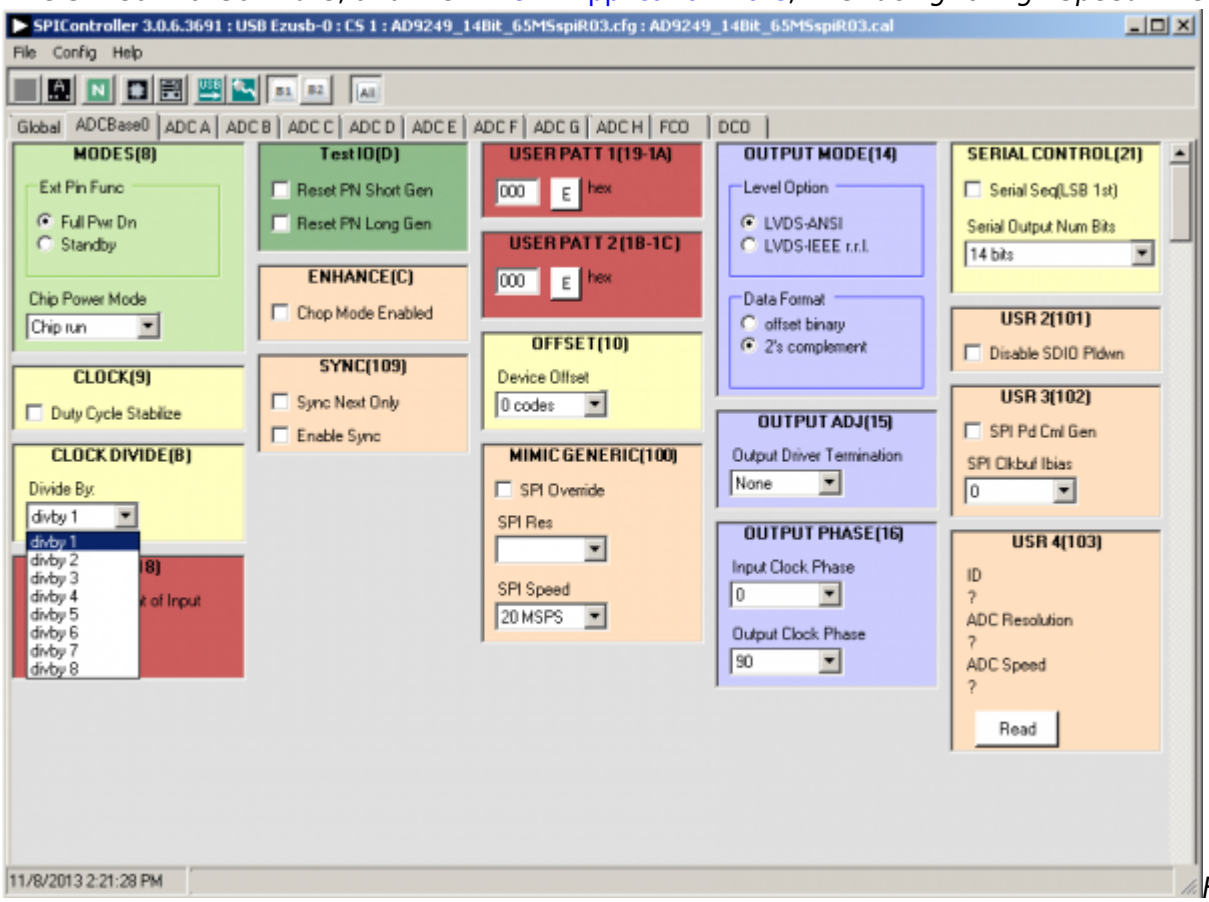
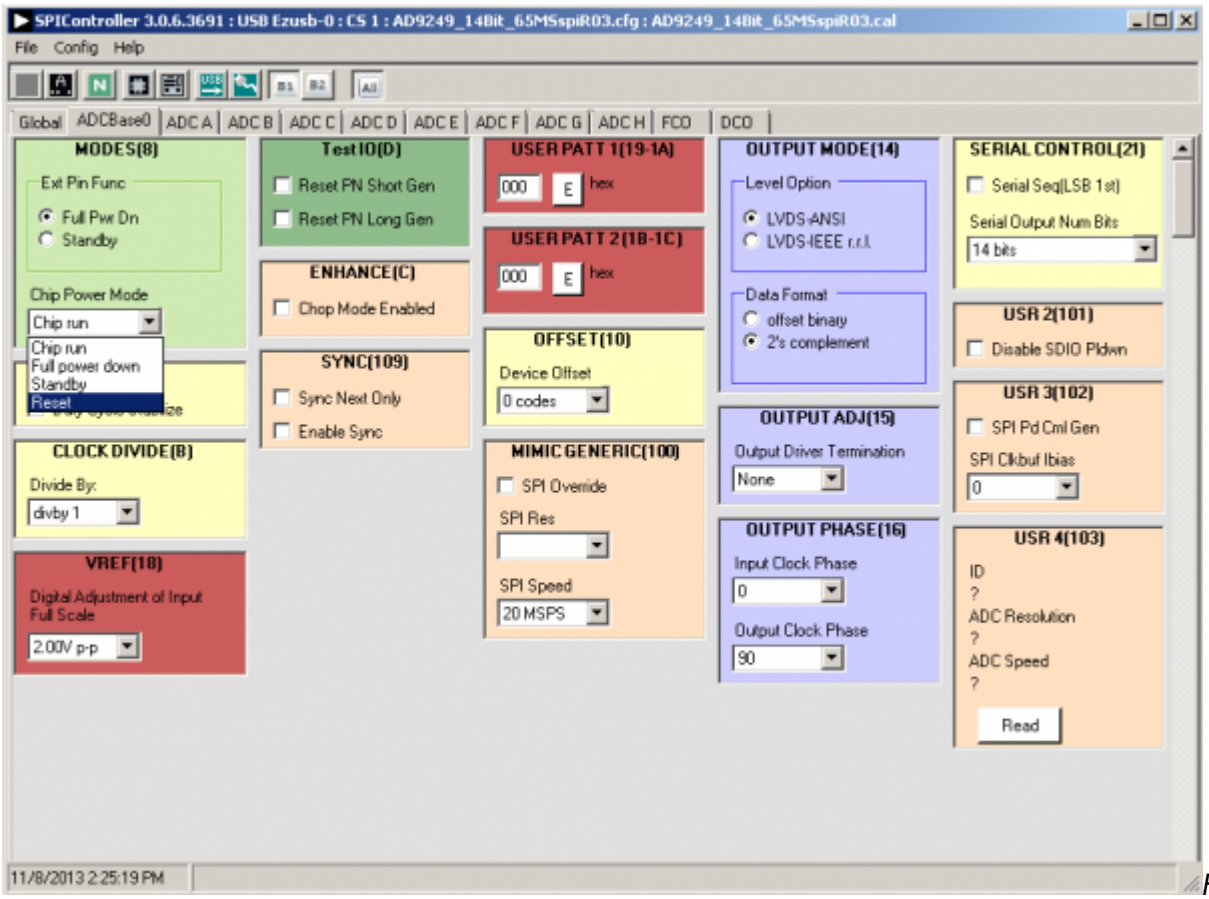
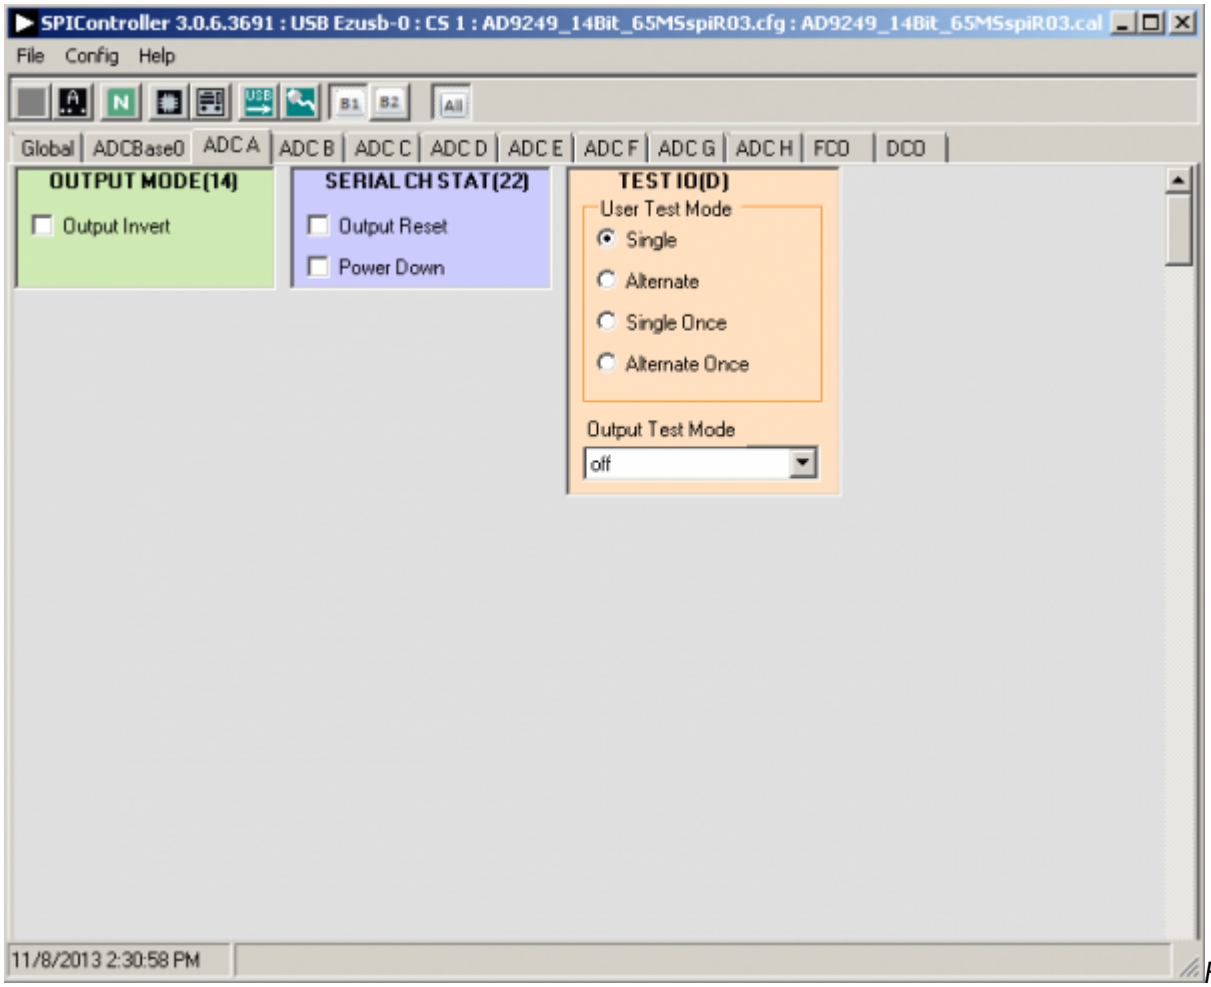

Figure 9. SPI Controller, CLOCK DIVIDE(B) Box
Figure 10. SPI Controller, Chip Power Mode - Digital Reset Selection
Figure 11. SPI Controller, Example ADC A Page
3. In the **ADCBase 0** tab of the **SPIController** window, find the **CLOCK DIVIDE(B)** box (see Figure 9), and the **MODES(8)** box (see Figure 10). If using the clock divider, use the drop-down box to select the correct clock divide ratio, if necessary. If there is any interruption of the ADC clock during power-up or during operation, a Digital Reset may be needed to re-initialize the ADC (Figure 10). For additional information, refer to the data sheet, the AN-878 Application Note, *High Speed ADC SPI Control Software*, and the AN-877 Application Note, *Interfacing to High Speed ADCs via SPI*.
4. Note that other settings can be changed on the **ADCBase 0 tab** (see Figure 9) and the **ADC A** through **ADC H** tabs (see Figure 11) to set up the part in the desired mode. The **ADCBase 0** tab settings affect the entire part, whereas the settings on the **ADC A** through **ADC H** tabs each affect the selected channel only. The B1 (Bank1), B2 (Bank2) and All buttons at the right end of the SPIController button row (as seen in Figure 10 and Figure 11) determine which bank of ADCs is affected by the SPIController settings. The All button is pushed by default which means that the **ADCBase 0** tab settings affect all channels on both ADC banks. The settings in the **ADC A** through **ADC H** will likewise affect their respective channels in both banks. For example, with the All button pushed, settings in the **ADC A** tab will affect channels A1 and A2. If the All button is un-pushed and the B1 (Bank1) button remains pushed, the settings in the **ADC A** tab will only affect channel A1. See the data sheet, the AN-878 Application Note, *High Speed ADC SPI Control Software*, and the AN-877 Application Note, *Interfacing to High Speed ADCs via SPI*, for additional information on the available settings.
5. Invoke a Digital Reset as shown in Figure 10 before testing. After selecting Reset, select Chip run to return to normal operation.
- If you see an abnormal noise floor, go to the **ADCBase0** tab of the **SPIController** window and toggle the **Chip Power Mode** in **MODES(8)** from **Chip Run** to **Reset** and back (Figure 10).